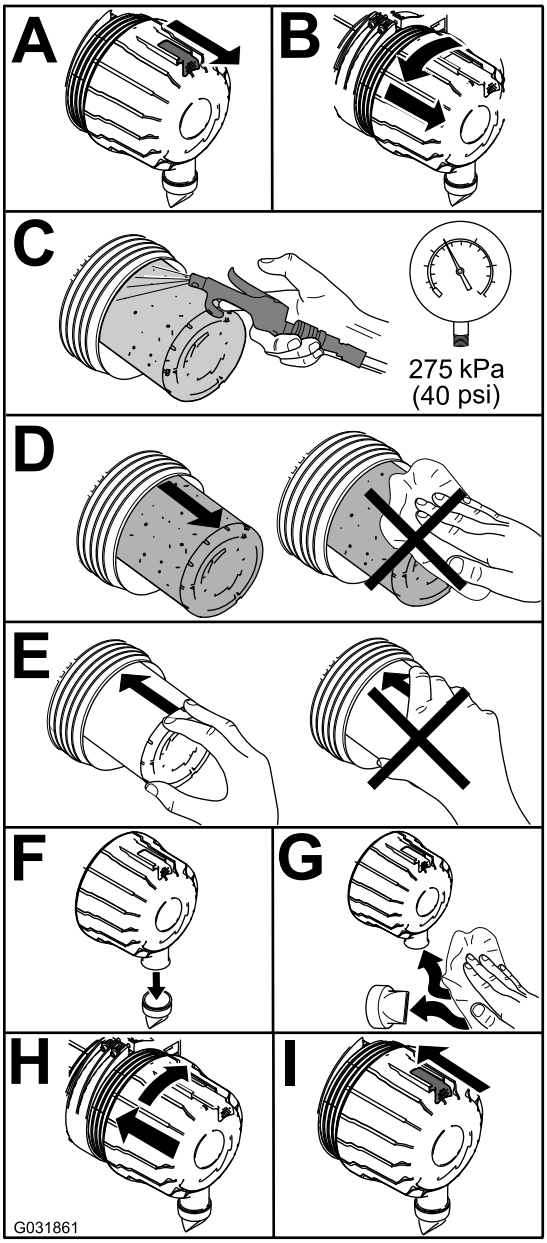

Figur 45
1. Bytt ut hovedelementet i luftrenseren (Figur 45).